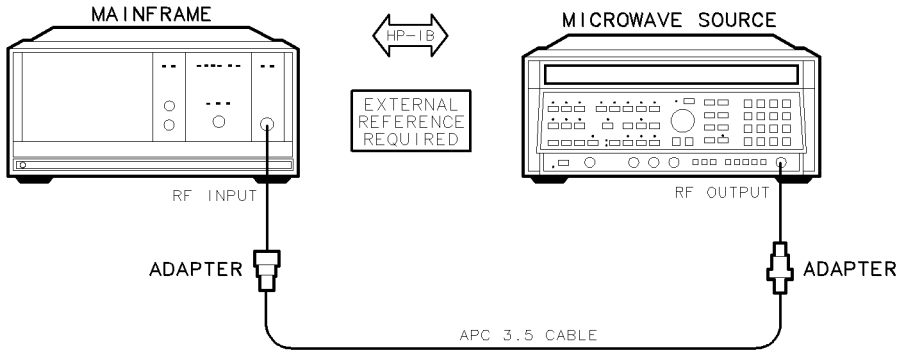

Figure 7-14. LO Frequency and Span Accuracy (Span >10 MHz) Test Setup
1. Connect the HP 8340A/B synthesized sweeper's RF OUTPUT to the DUT's RF INPUT using the adapter as shown in Figure 7-14. Refer to Figure 7-1 for system rear panel connections.